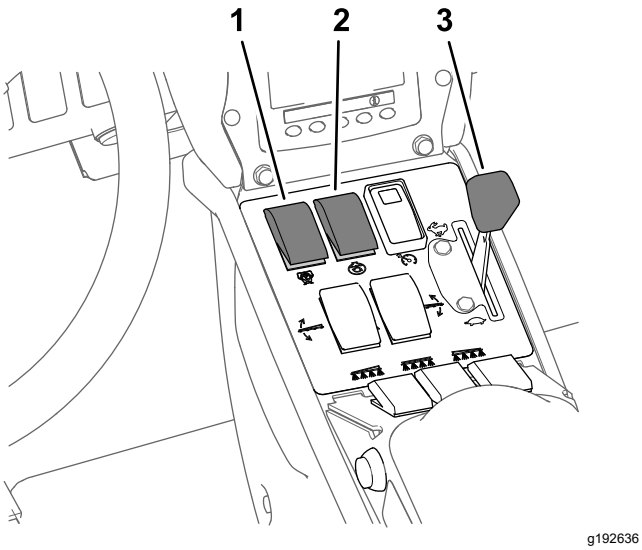

図 40
8. 攪拌スイッチとポンプスイッチを ON 位置にする図 40。
9. スロットルを高速位置とする図 40。
注 以下の手順は散布用ポンプが ON 状態であることを前提としています図 40 散布率モードでの散布 (ページ 33)を参照。
4. 希望する散布に合わせてスロットル位置を調整する図 40 散布率モードでの散布 (ページ 33)を参照。